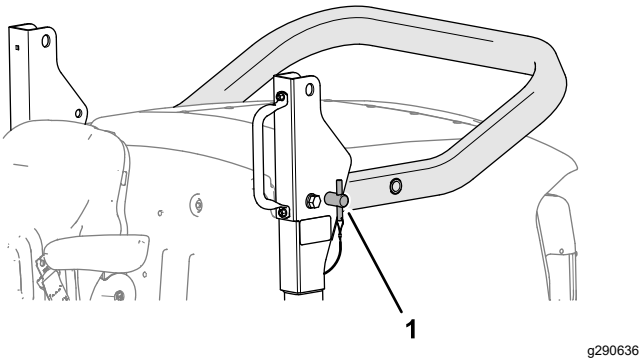

Figur 22
2. Ta bort tappfästenas störtbågssprintar (Figur 22).